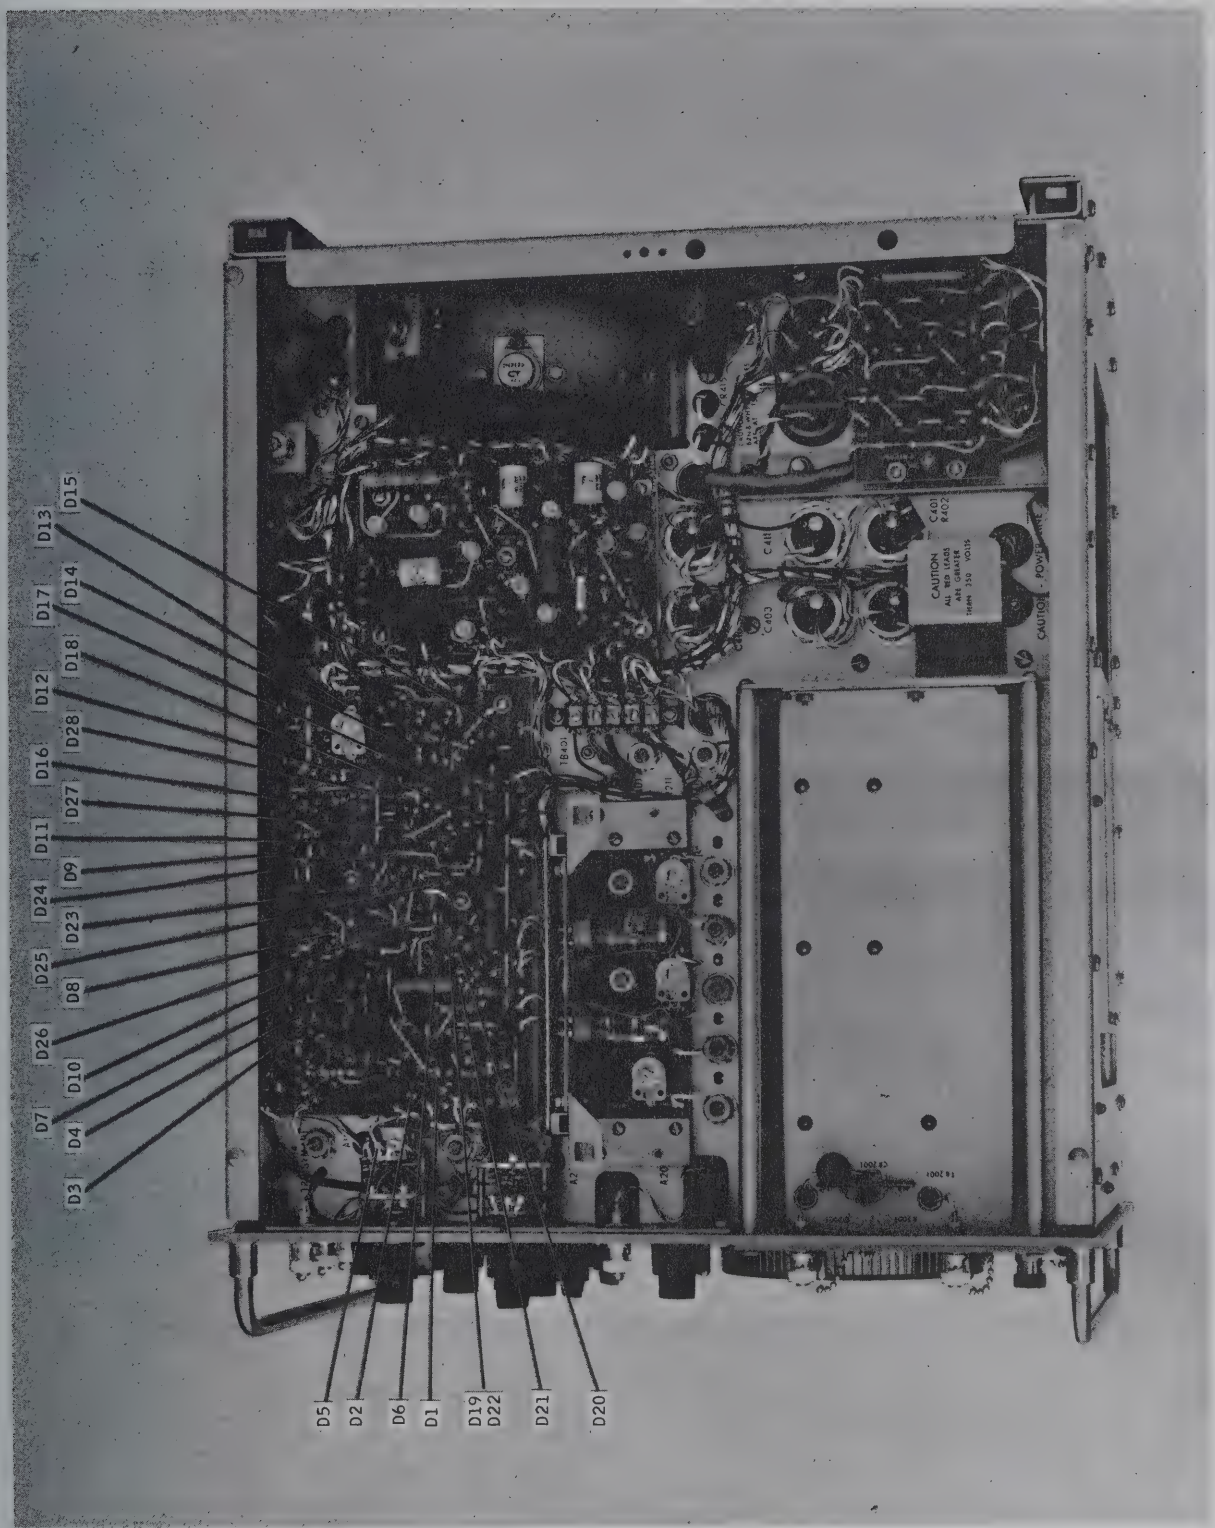

Figure 4-18. Bottom View, Location of Test Points on Sweep Generator Assembly
b. SWEEP GENERATOR TROUBLE SHOOTING. To begin trouble shooting the sweep generator, first determine whether the sync circuit operates satisfactorily by measuring the output waveform at test point D4 (see figure 4-18). AC and DC voltage measurements and waveforms useful in trouble shooting, and conditions for their measurement, are given on both the block diagram (figure 4-11) and the schematic diagram (figure 5-38). If the waveform is not present or is low in amplitude, check AC waveforms in the sync circuit. Waveforms on the schematic are given for a 2-volt peak-to-peak 400-cycle sine-wave input at INPUT J101. If the waveform has the indicated amplitude, an incorrect non-operating sweep will probably be due to a fault in the sweep generator circuit. Trouble symptoms in the sweep circuit fall into three classes: (1) sweep out of calibration, (2) non-linearity, or (3) no sweep. A step-by-step procedure for localizing the cause of a non-operative sweep is given in the trouble-shooting chart for the sweep generator, table 4-7. Trouble shooting techniques for improper calibration and non-linearity, and a further discussion of the technique for localizing the trouble causing a non-operative sweep are given below.
If the sweep circuit produces no sweep signal, the first item to check is the waveform at test point D4, to determine whether the gate generator receives an input signal. Then measure the output of the gate generator at test point D11 (see figure 4-18) to see if it has been switched (-6.8 volts if it has; -3.6 volts if it has not). If the gate generator has not been switched, check tubes in gate and hold-off circuits (V104, V105, V113, and V114). If the gate generator has been switched, check tubes and diodes in the integrating circuit (V109, V115, V105B, CR103, and CR104). A non-operating sweep can be caused by faults other than defective tubes. Table 4-7 gives a systematic procedure for locating the cause of a non-operating sweep.
On CHOPPED, the negative bias is eliminated, and the switching multivibrator free runs at a frequency set by C509 and C510, switching on and off Channels A and B. Breakdown diode CR506 limits the saturation to assure the multivibrator self-starting. During chopping, the transient at the beginning of each chop is high. Blanking out the oscilloscope trace at such times erases the transients from observation, and the smooth chopped traces shown in figure 4-18 result. The blanking signal to the CRT is derived from the switching multivibrator, transferred through CR502 and CR503, amplified by V507A, and isolated by cathode follower V507B. Diode CR504 clips off all the negative pulses; the positive pulses are applied to the cathode of the CRT to blank the switching transient.